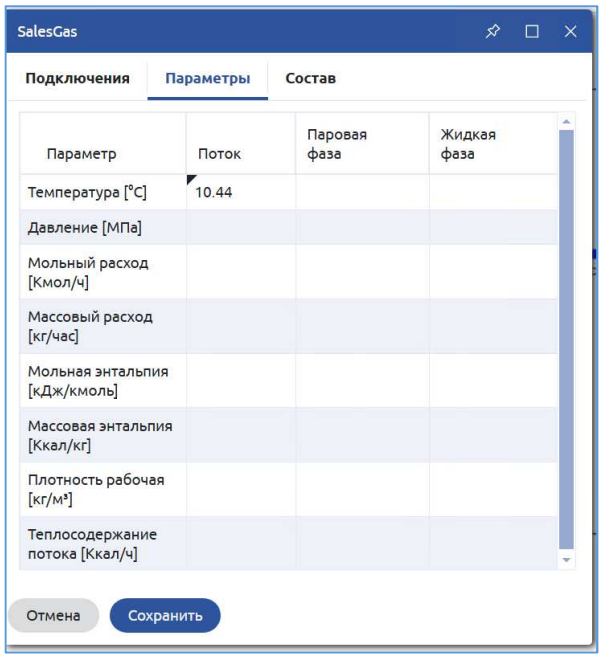

Рисунок 40. SalesGas. Параметры
4. Задаем значение температуры выходного потока SalesGas (Рисунок 40).